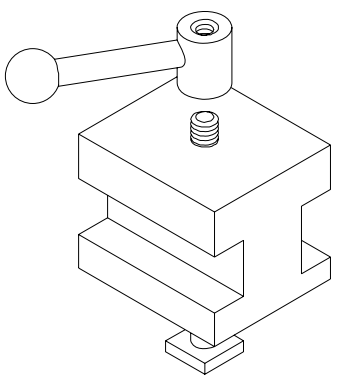
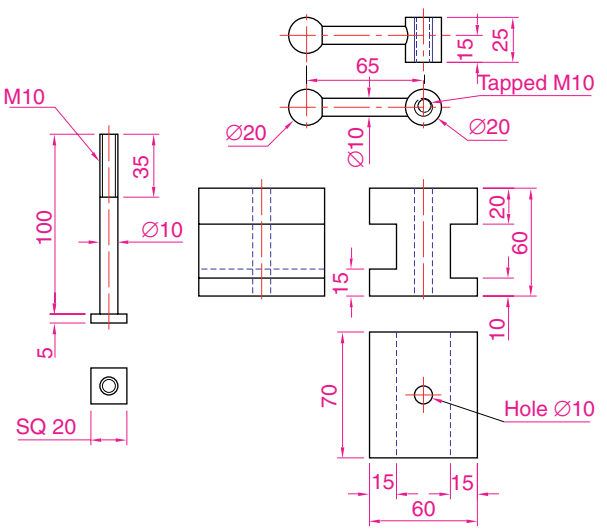

Fig. 7.26 Exercises 4 and 5 – an isometric drawing of the tool holder on which the two exercises are based
Fig. 7.27 Exercises 4 and 5 – orthographic projections of the three parts of the tool holder
4. Construct a three-view orthographic projection in an angle of your own choice of the tool holder assembled as shown in the isometric drawing in Fig. 7.26. Details are given in Fig. 7.27.
5. Construct an isometric drawing of the body of the tool holder shown in Figs 7.26 and 7.27.